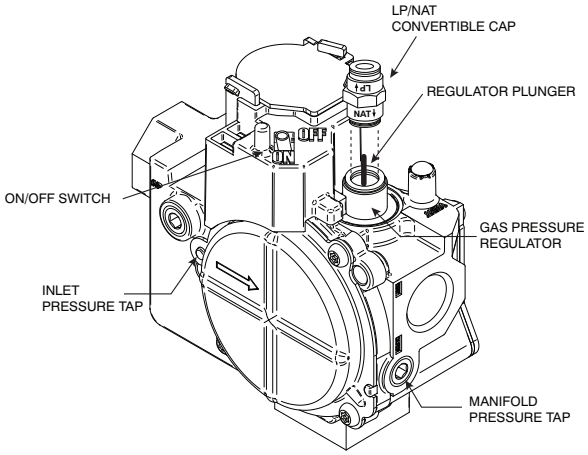

**Fig. 18 - Convertible Gas Valve**
1. Refer to Fig. 18.
2. Verify manometer is connected to inlet pressure tap on gas valve. (See Fig. 18)